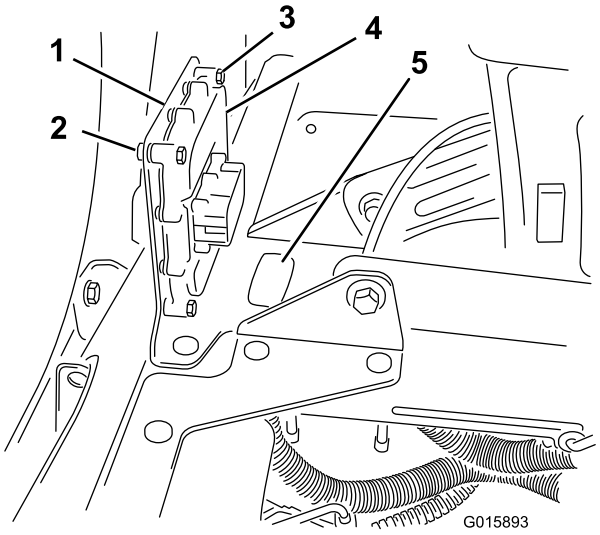

Figuur 15
1. Verwijder de plug (Figuur 15).
3. Monteer de montagebeugel op het stoelframe van de machine, tussen en achter de stoelen. Gebruik hiervoor het bestaande toebehoren (Figuur 15).